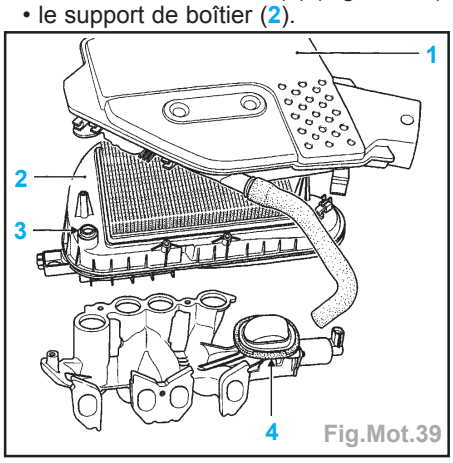

Fig.Mot.39
• le boîtier de filtre à air (1) (Fig.Mot.39),
• le support de boîtier (2).